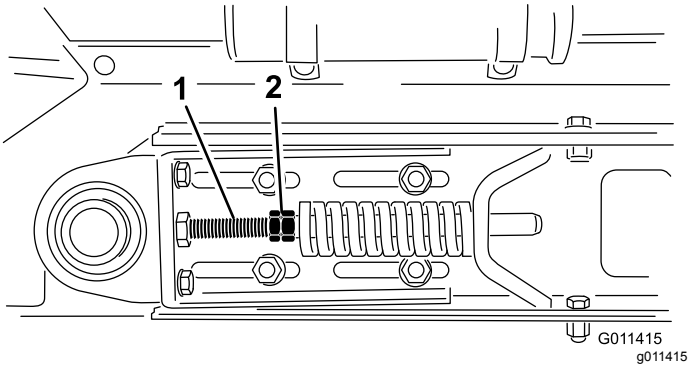

**Figur 31**
3. Løsne låsemutterne og mutterne på strekkstangen for å frigjøre fjærspenningen (Figur 31).